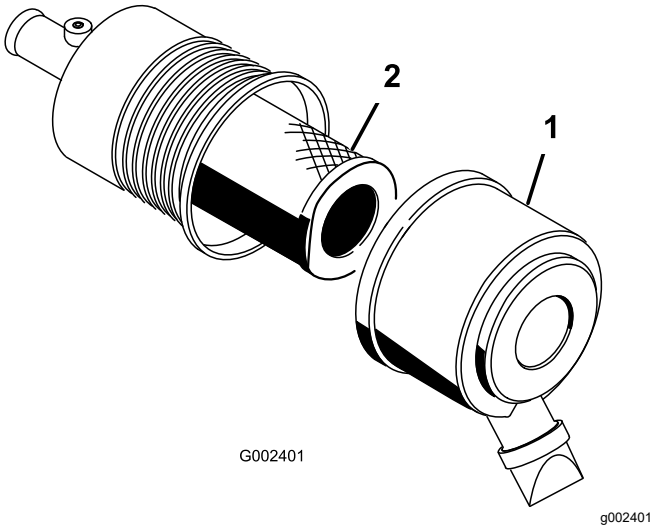

Figur 43
1. Åbn låsene på luftfilteret, og træk luftfilterdækslet af luftfilterhuset (Figur 43).
3. Skub forsigtigt filteret ud af luftfilterhuset (Figur 43).
5. Skub forsigtigt filteret over husets rør (Figur 43).
6. Monter luftfilterdækslet med siden opad, og fastgør låsene (Figur 43).